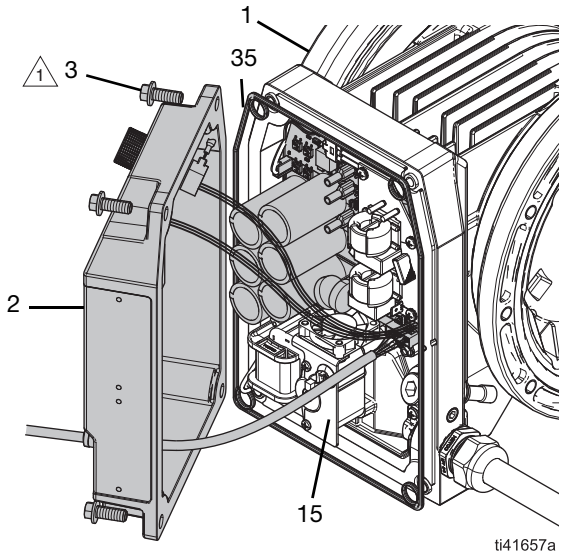

FIG. 2: Kontrollkåpa
Se FIG. 2.
2. Ta bort fästanordningarna (3) från kontrollkåpan (2).
3. Ta försiktigt bort kontrollkåpan (2);
a. Luta försiktigt kontrollkåpan (2) bort från kontrollkortet (15). Se FIG. 2.
b. Koppla bort alla kablar från kontrollkåpan (2) till kontrollkortet (15). Se **Elektriska kopplingsscheman**, sidan 37.
3. Installera kontrollkåpan (2):
a. Håll försiktigt kontrollkåpan (2) på plats i en vinkel nära kontrollkortet (15). Se FIG. 2.
c. Anslut kablarna från kontrollkåpan (2) till kontrollkortet (15). Se **Elektriska kopplingsscheman**, sidan 37.